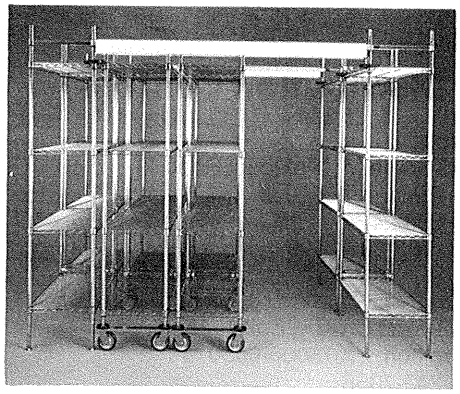
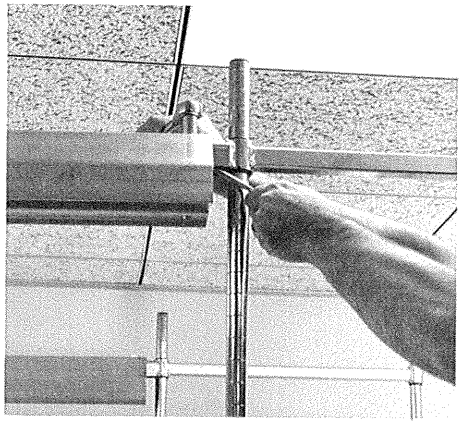

FIG. 8
FIG. 9
11. Take the remaining end unit and position it so the hole at the top of the track is positioned over the slot in the extended ends of the end bracket bars. Insert a hex bolt down through each track and the extended end of the end bracket bars. Place a flanged nut onto each bolt. Tighten all nuts securely (Fig. 8 and Fig. 9).